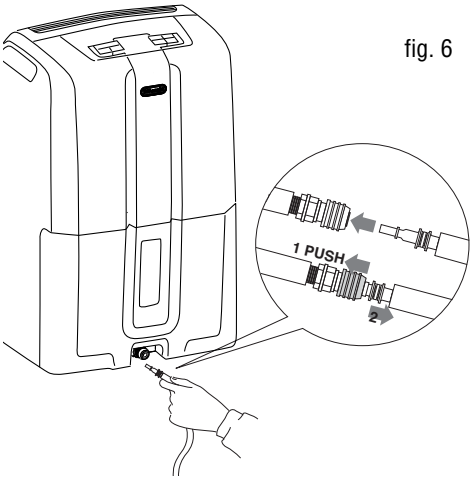

fig. 6
Le système exclusif de pompe de série lourde permet de retirer jusqu'à 4 m (13,12 pi) de hauteur. Si vous souhaitez que l'eau coule directement vers un drain, connectez le tuyau de vidange du condensat fourni (9) au tuyau de connexion situé sur la partie inférieure avant de l'appareil (vous aurez à retirer en premier la butée étiquetée PUMP) (Fig. 6). Sélectionnez la fonction de déshumidification, puis appuyez sur le bouton PUMP.